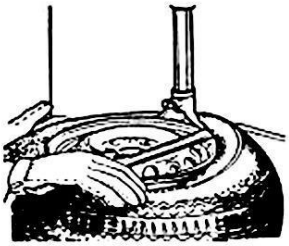

Rys.8
- Trzymając żelazko mocujące w pozycji, jak pokazano na Rys. 8, obróć stół obrotowy zgodnie z ruchem wskazówek zegara, naciskając całkowicie pedał kierunkowy.